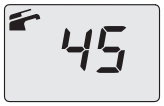

Рисунок 3.5
- На дисплее будет показана температура котла (первичный контур) и символ (Рисунок 3.5).